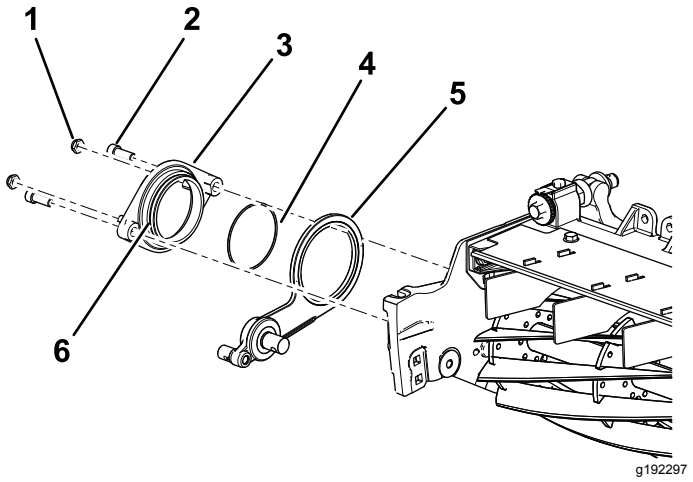

Рисунок 9
3. Нанесите противозадирный состав по наружному диаметру поворотной ступицы в сборе (Рисунок 9).
4. Прикрепите поворотную ступицу на натяжном шкиве в сборе к барабану с помощью 2 болтов с внутренним шестигранником (⅜ x ¾ дюйма) (Рисунок 9).
5. Установите, не затягивая, две контргайки на поворотную ступицу (Рисунок 9).